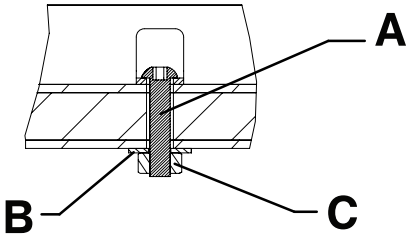
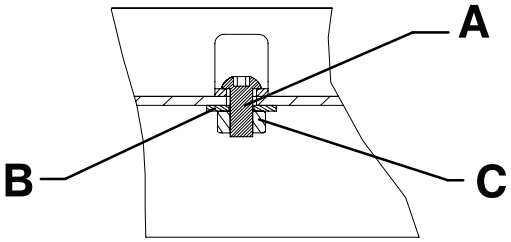

Abbildung 12 – Bodenmontage Führungsschienen – Ansicht 5A
Abbildung 13 – Einschubmontage Führungsschienen – Ansicht 5B
5. Die Führungsschienen mit Hilfe von zwei M8 Linsenkopf-Innensechskantschrauben (A), zwei M8 Unterlegscheiben (B) und zwei M8 Muttern (C) (nicht mitgeliefert) mit dem Boden oder Einschub verankern (Abbildung 12 oder Abbildung 13).